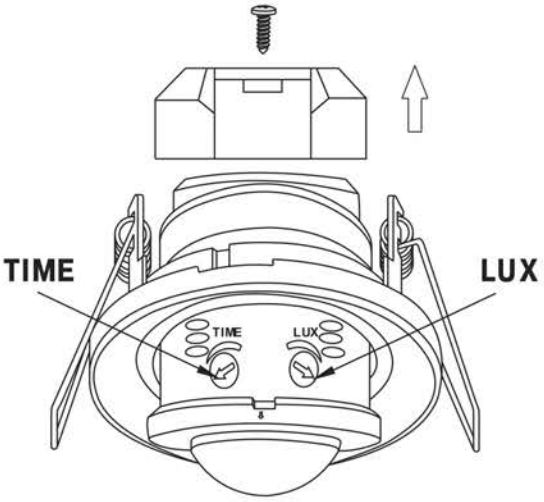

Рисунок 14 – Датчик движения ДД-401
– Открутить винт, снять крышку, защищающую контактные зажимы (рисунок 14).